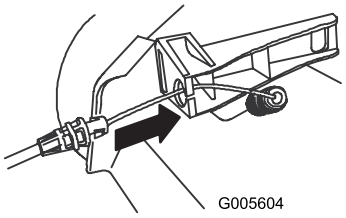

Figura 6
4. Insira o cabo para dentro do apoio do cabo no suporte do manípulo esquerdo (Figura 6).